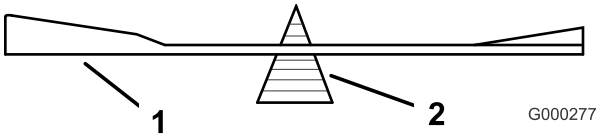
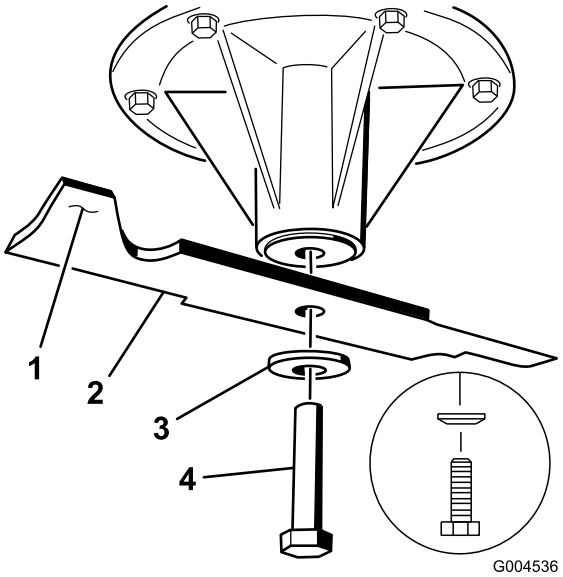

Figuur 82
Figuur 83
2. Verwijder de mesbout, de veerschijf en het mes van de spilas (Figuur 83).
2. Controleer de balans van het mes met een mesbalans (Figuur 82). Als het mes horizontaal blijft, is het in balans en geschikt voor gebruik. Als het mes niet in balans is, moet u wat metaal afvijlen van het uiteinde van de vleugel (Figuur 83). Herhaal dit indien nodig totdat het mes in balans is.
1. Monteer het mes op de as (Figuur 83).
2. Monteer de klemring en de mesbout. De conus van de klemring moet worden gemonteerd op de boutkop (Figuur 83). Draai de mesbout vast met een torsie van 115–149 Nm.